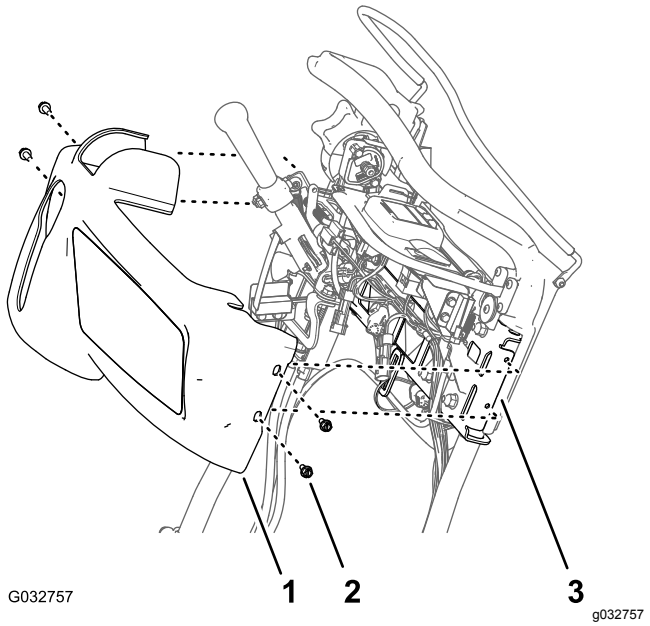

Рисунок 3
1. Выверните 4 винта с фланцевыми головками (1/4 x 1/2 дюйма), которые крепят крышку панели управления к опорному кронштейну штанги рукоятки (Рисунок 3).
2. Сдвиньте крышку панели управления вверх и вперед от панели управления и снимите крышку с машины (Рисунок 3).